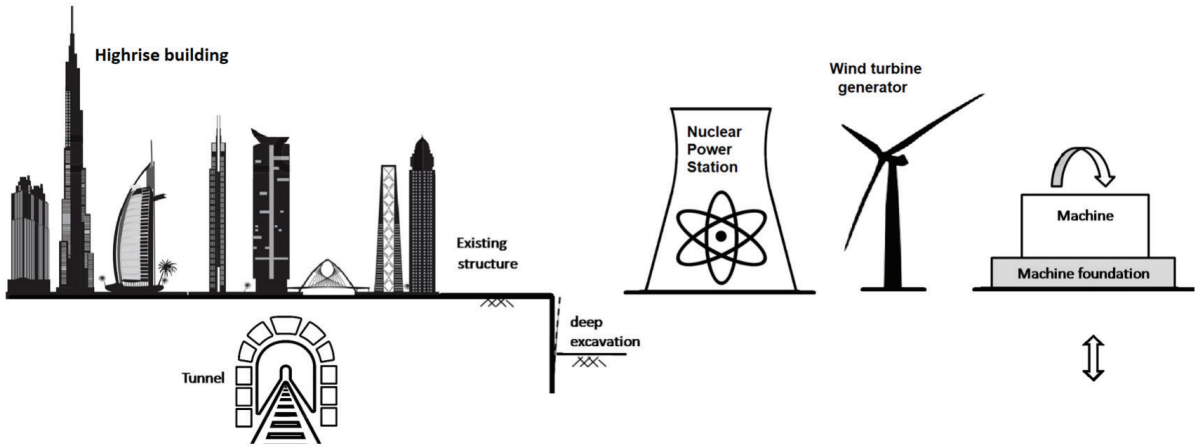

Figure 5: Various projects that required advanced laboratory lab testing
• Therefore, advanced laboratory testing has been increasingly required for various important and large-scale geotechnical structures, e.g. nuclear power stations, tunnels, runways, high-rise buildings, dams, foundations for wind turbine generators, piles subjected dynamic loads, foundations for vibrating machines, and deep excavations, etc (Figure 5).